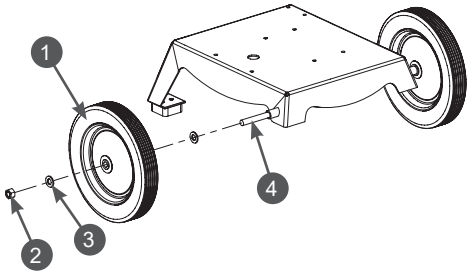

Рис. 5 Схема установка колёс
2. Установите колёса на оси рамы и закрепите их гайками. Схема установки колёс показана на Рис. 5.